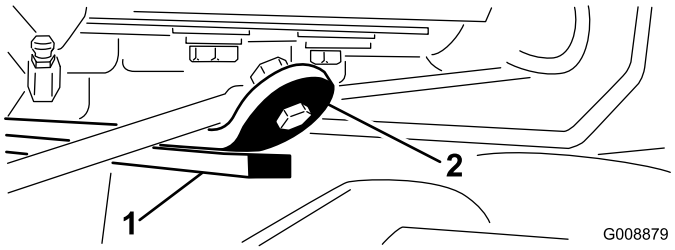

**Figur 28**
3. Start motoren, hev løftearmene og kontroller at klaringen mellom slitebøylen på toppen av den bakre klippeenhetens slitestang og støtfangerbøylen er 0,51–2,54 mm (Figur 28).